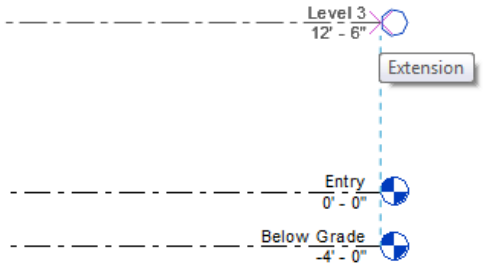

Figure 3-44 *Creating the new level line using the alignment line*
4. Next, move the cursor toward right until the alignment line appears above the **Entry** level bubble and then click to complete the level line, as shown in Figure 3-44. A new level line is created, displaying the level name as **Level 3** and the elevation as **12'6"** for imperial and for metric the elevation is **3810**.